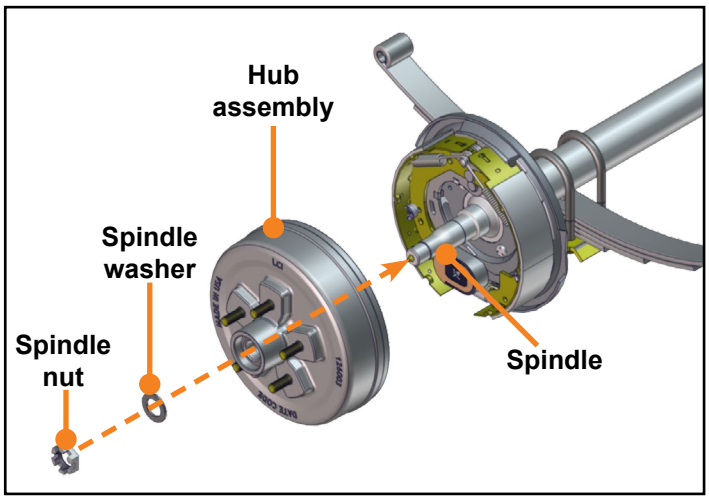

Fig.10
1. Place hub assembly onto the axle spindle followed by the spindle washer and spindle nut **(Fig. 10)**. Spindle nut should be torqued to 50 ft-lb (68 Nm). Rotate the hub during the tightening process.